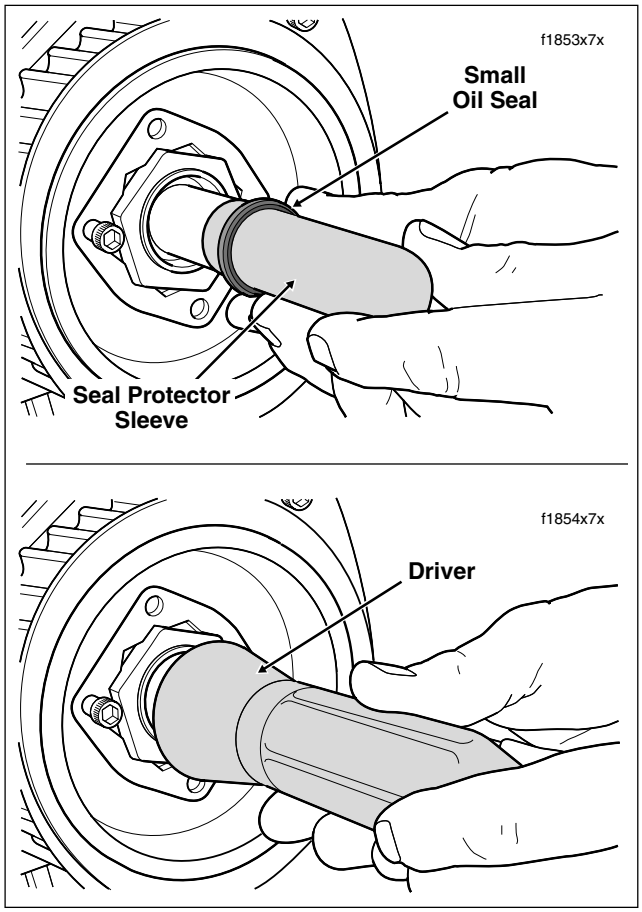

Figure 7-48. Install Small Oil Seal Using Seal Protector Sleeve and Driver
e. Squarely seat the oil seal on the seal protector sleeve with the lip garter spring facing the transmission case. See upper frame of Figure 7-48.
g. Using the driver, hand press oil seal into the main drive gear. See lower frame of Figure 7-48. A rubber mallet may be used to lightly tap the driver, if necessary.